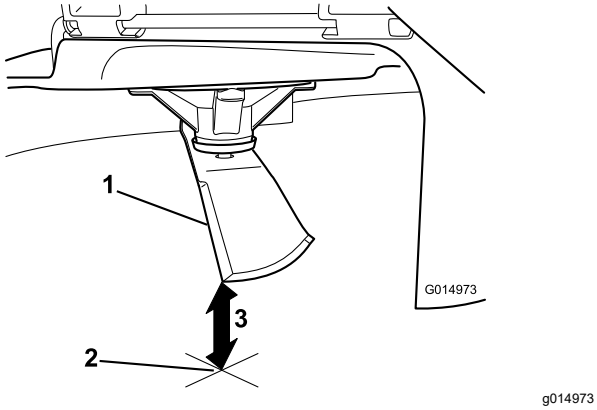

Figuur 58
3. Meet de afstand tussen het uiteinde van het mes en de vlakke ondergrond (Figuur 58).